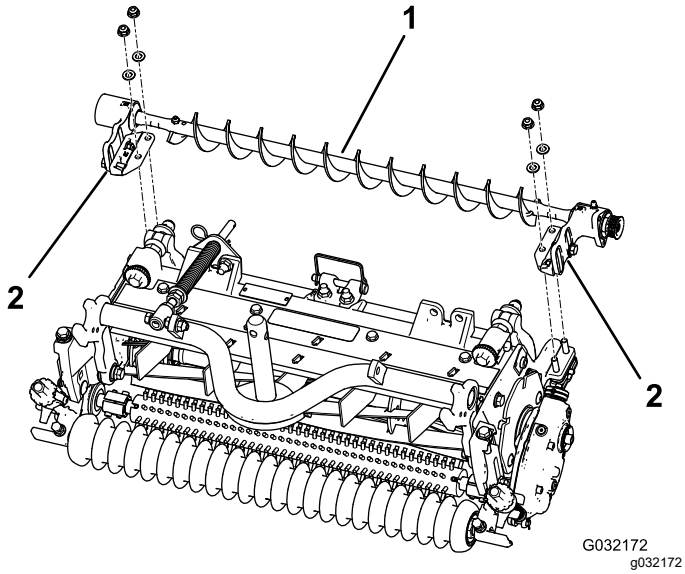

図 7
4. 左または右ローラブラシアセンブリ取り付けブラケットを、ローラブラケットボルトにセットする図 7。